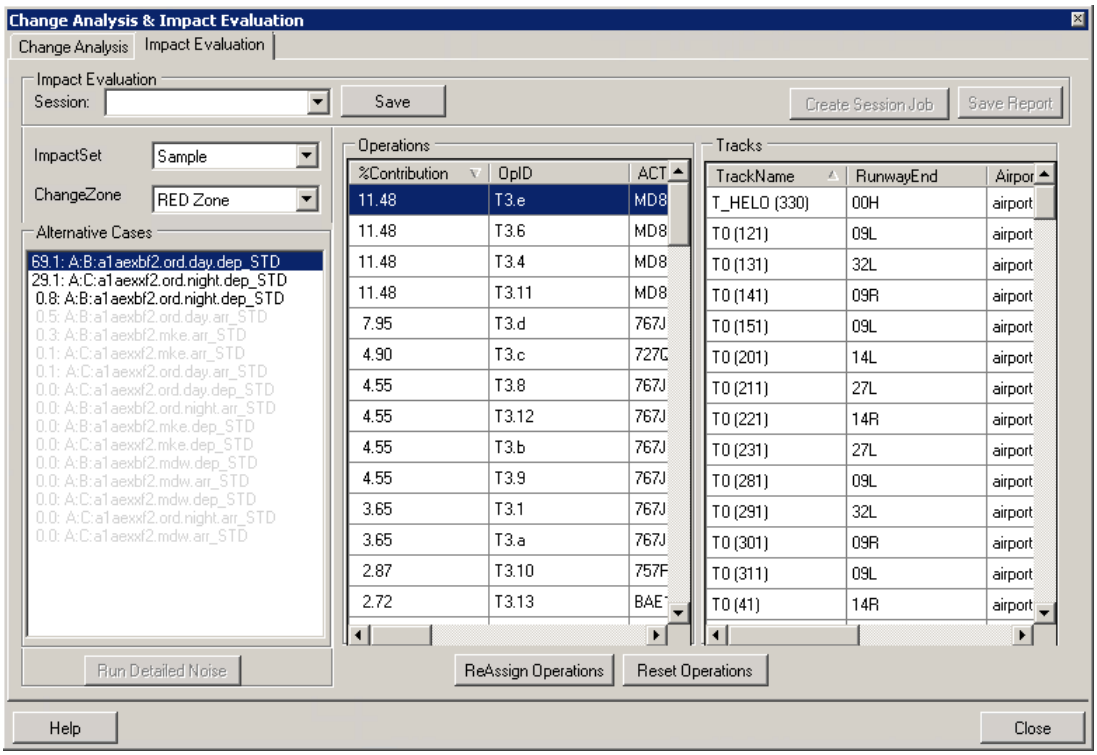

Figure 8-13 Change Analysis & Impact Evaluation Dialog Box
1. Select an *Impact Set* and a *Change Zone* from the drop-down menus (Figure 8-13).